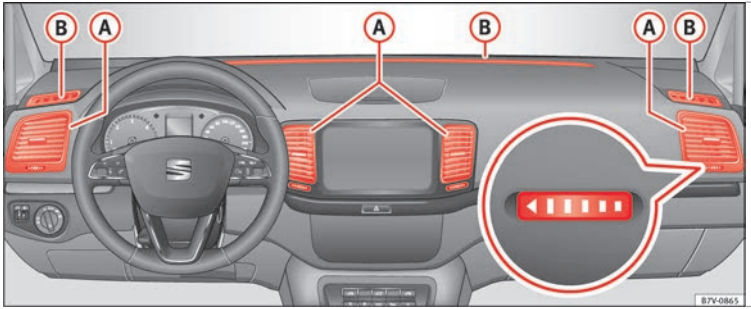

Fig. 196 Air vents in the dash panel
Never close the air vents ››› Fig. 196 (A) completely to ensure heating, cooling and ventilation inside the vehicle.